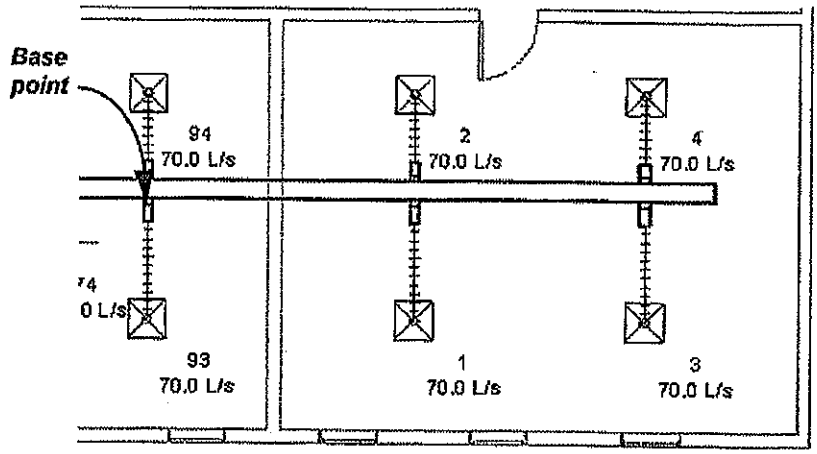

Figure 2–56
5. Copy the elements into the last room, as shown in Figure 2–56.